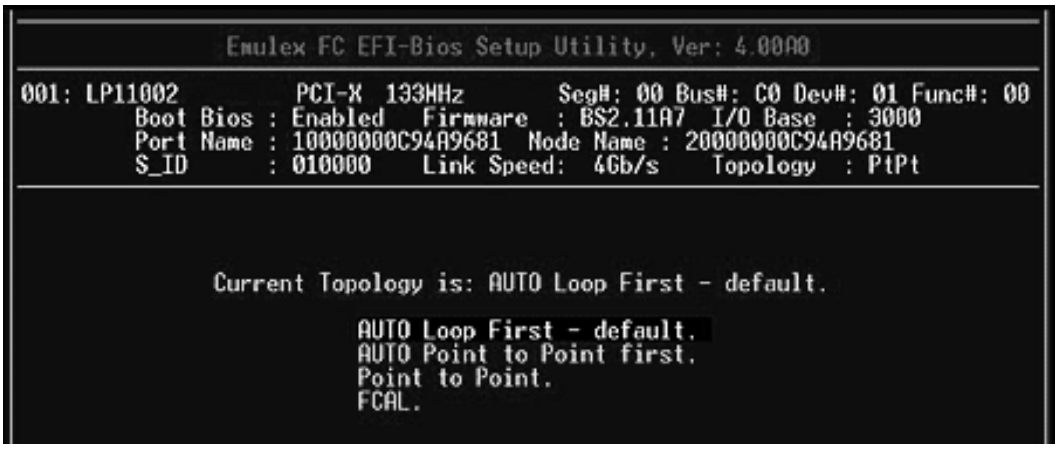

Figure 30: Topology Options screen
1. On the Adapter Configuration menu, select **2. Topology Selection** and press **<Enter>**. The screen shown in Figure 30 is displayed.